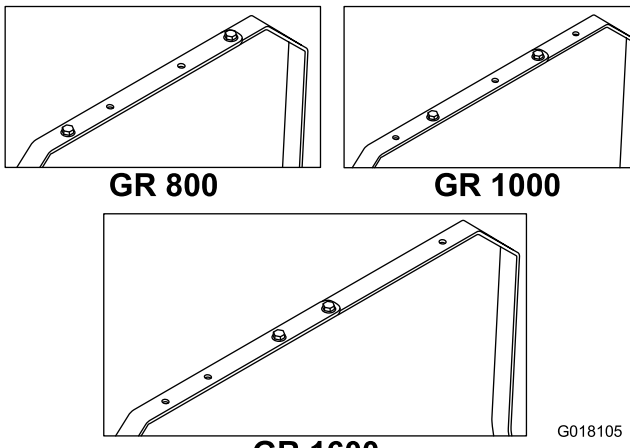

Figur 1
6. Fastgør de to stænger med 2 bolte (5/16 x 1 tomme), 2 spændeskiver og 2 flangemøtrikker gennem de huller, der svarer til den relevante model som vist i Figur 1.